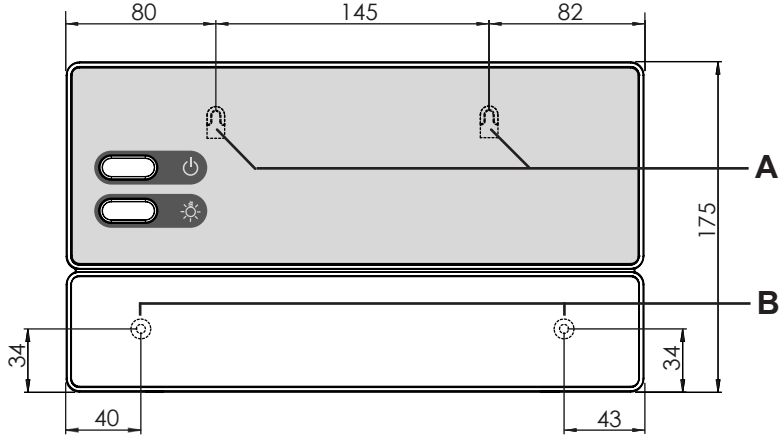

Abb.2 Position der Aufhängevorrichtung und der Montageöffnungen (Maße in mm)
1. Drehen Sie zwei Kreuzschlitzschrauben (16 mm) in ca. 1,70 m Höhe bis zu einem Abstand von 7 mm in die Saunawand ein. Die beiden Schrauben müssen einen Abstand von 145 mm zueinander haben (siehe **Abb.2**).
3. Hängen Sie die Saunasteuerung mit Hilfe der Aufhängevorrichtung **A** auf die montierten Kreuzschlitzschrauben (siehe **Abb.2**).
4. Drehen Sie zwei Kreuzschlitzschrauben (16 mm) in die unteren Befestigungsöffnungen **B** ein (siehe **Abb.2**).